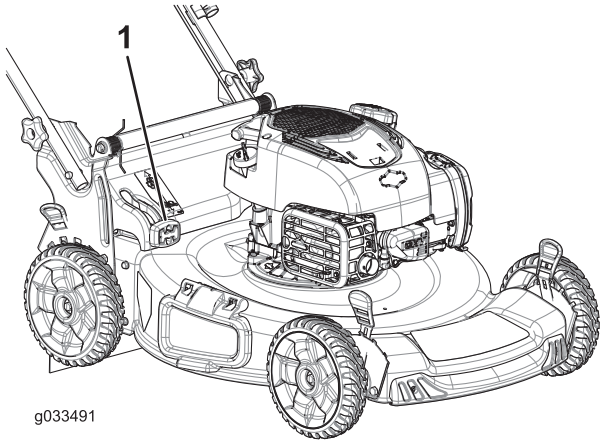

Bild 22
- Zum Sammeln des Schnittguts und Laubs drücken Sie die Taste am Hebel für den zuschaltbaren Fangkorb und bewegen den Hebel nach vorne, bis die Taste am Hebel herausspringt (Bild 22).